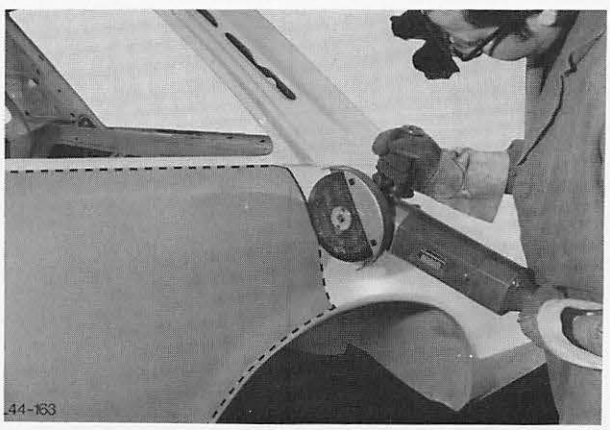

Abb. 196 Seitenwand entsprechend der Trennlinie trennen
12. Zunächst Seitenwand im Bereich Seitenfenster/ Radhaus trennen, Abb. 196.